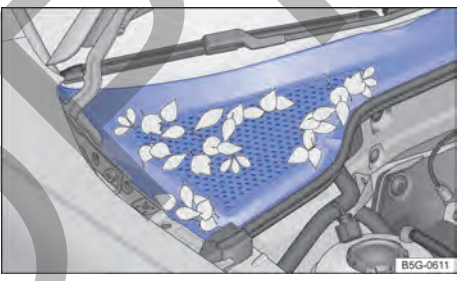

Fig. 199 Entre el compartimiento del motor y el parabrisas: caja de agua (representación esquemática).
– La caja de aguas está ubicada en el compartimento del motor, entre el parabrisas y el motor, y bajo una cubierta perforada → fig. 199. El aire ambiente es aspirado de la caja de aguas al interior del vehículo por medio del sistema de calefacción y ventilación o del aire acondicionado.